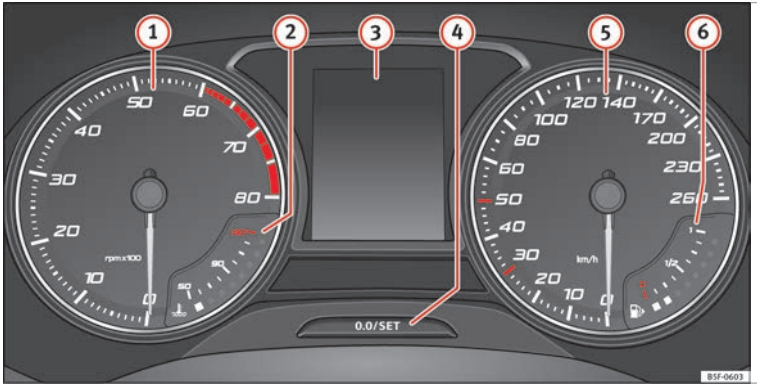

Fig. 124 Cuadro de instrumentos en el tablero de instrumentos.
Explicaciones sobre los instrumentos ››› fig. 124:
El cuentarrevoluciones muestra el régimen de revoluciones del motor por minuto ››› fig. 124 (1).
La aguja del cuentarrevoluciones (1) ››› fig. 124 sólo deberá alcanzar la zona roja durante un breve período de tiempo, de lo contrario corre el peligro de sufrir daños en el motor.
Al conectar el encendido, en la pantalla del cuadro de instrumentos ››› fig. 124 (3) puede visualizarse información diversa, en función del equipamiento del vehículo:
- Pulse brevemente el botón ››› fig. 124 (4) para restablecer el cuentakilómetros parcial a 0.
- Mantenga pulsado el botón (4) durante unos 3 segundos y se visualizará el valor anterior.
- Para ajustar la hora, mantenga pulsado el botón ››› fig. 124 (4) durante más de 3 segundos para seleccionar el indicador de horas o bien de minutos.
- Para proseguir el ajuste, pulse la parte superior o inferior del botón (4). Para que los números se sucedan con rapidez, mantenga la tecla pulsada.
- Pulse nuevamente el botón (4) para finalizar el ajuste de la hora.
Mantenga pulsado el botón »» fig. 124 (4) durante más de 15 segundos para visualizar las letras distintivas del motor (MKB) del vehículo. Para ello, el encendido debe estar conectado y el motor apagado.
El indicador para la temperatura del líquido refrigerante (2) »» fig. 124 funciona sólo con el encendido conectado. Para evitar averías en el motor, tenga en cuenta las siguientes observaciones sobre los márgenes de temperatura.